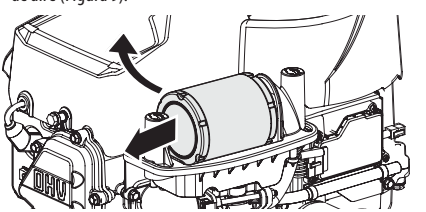

Figura 9
3. Tire hacia arriba en un ángulo y luego remitir a quitar el filtro de aire (Figura 9).